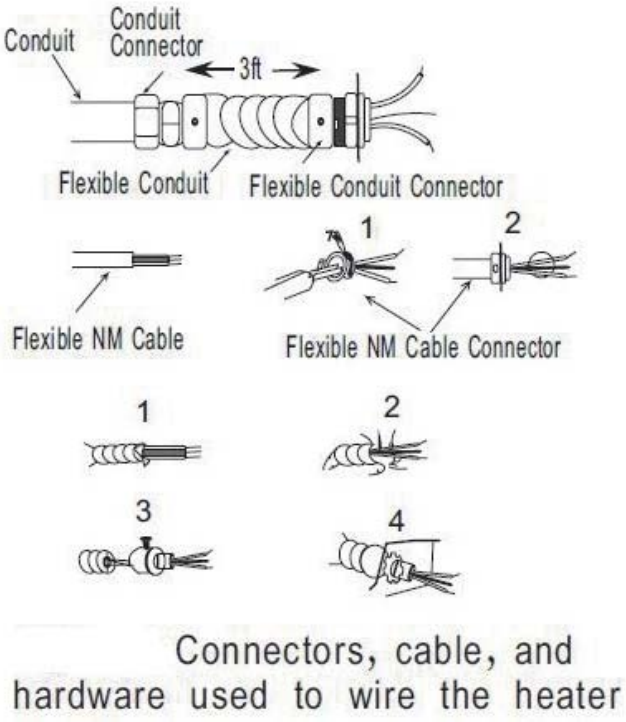

Figure 15
2. Attach the cable connectors to the unit (See Figure 15) and slide the 8 (100E) or 6 （150E）-gauge wire through the cable connector.